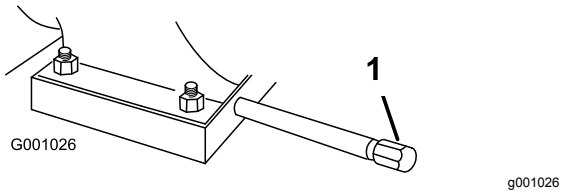

Figur 32
1. Rengjør området rundt oljetappepluggen (Figur 32).